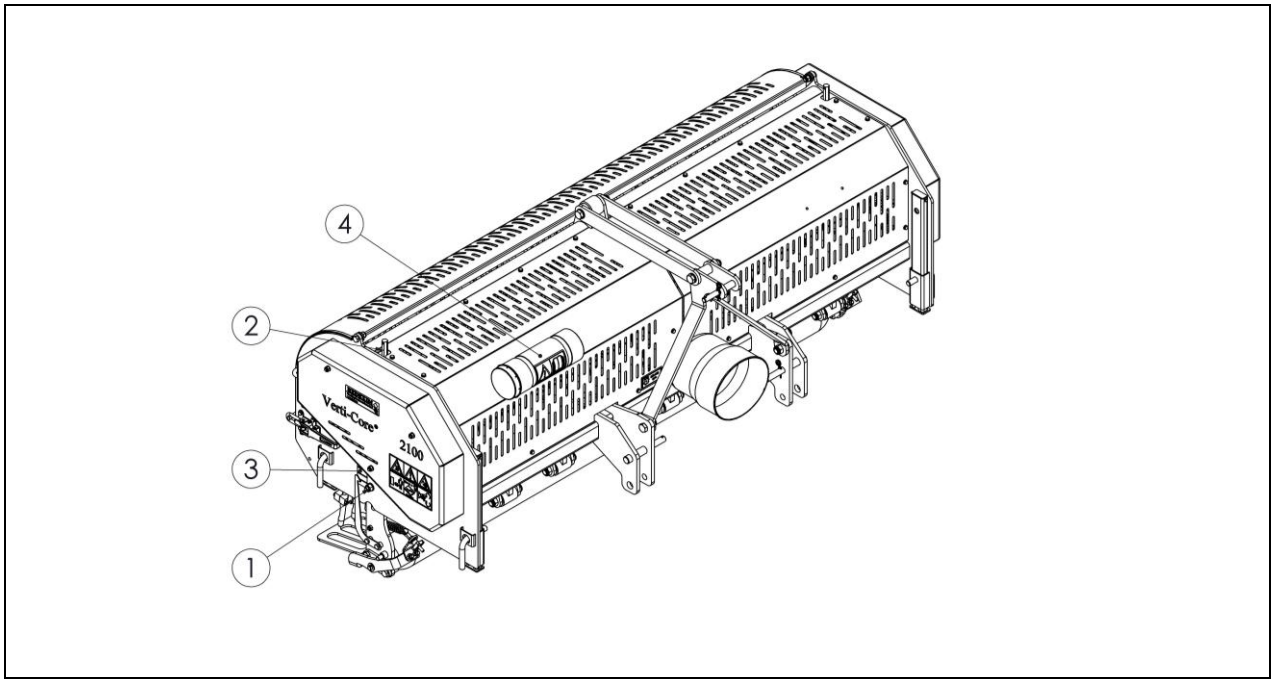

Abb. 10
Die Arbeitstiefe kann eingestellt werden, wenn die Maschine vom Boden abgehoben ist. (siehe Abb. 10)
⚠ **Stellen Sie sicher, dass der obere Anlenkarm (3), siehe Abb. 10, am Förderband angeschlossen und gespannt ist. Ist dies nicht der Fall, könnte die Maschine schwer beschädigt werden.**